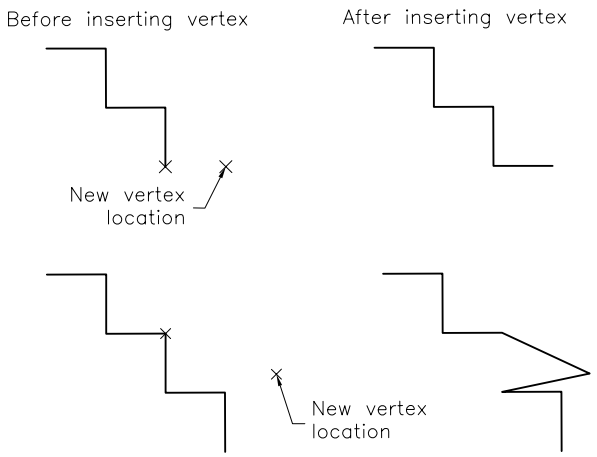

Figure 20-17 *Using the* ***Insert*** *option to define new vertex points*
Insert Option: The **Insert** option is used to define a new vertex and add it to the polyline, refer to Figure 20-17. You can invoke this option by entering I for Insert. You should invoke this option only after you have moved the marker (X) to the vertex after which the new vertex is to be added. The new vertex is inserted immediately after the vertex with the X mark. After you invoke the **Edit Polyline** tool, the prompt sequence for using the **Insert** option will be as follows: